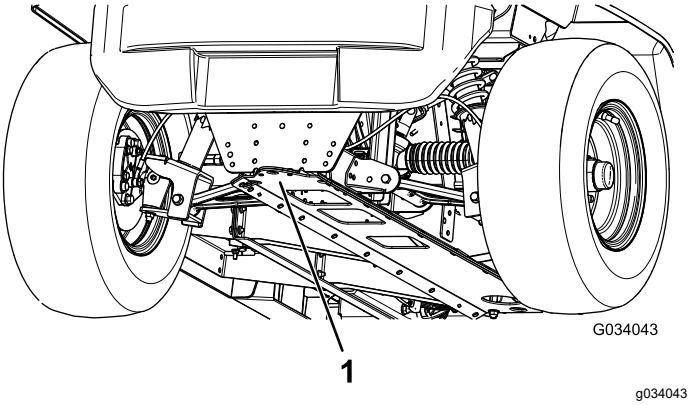

Bild 23
- Die vordere Hebestelle der Maschine befindet sich vorne am Rahmen hinter der Anhängerkupplung (Bild 23).